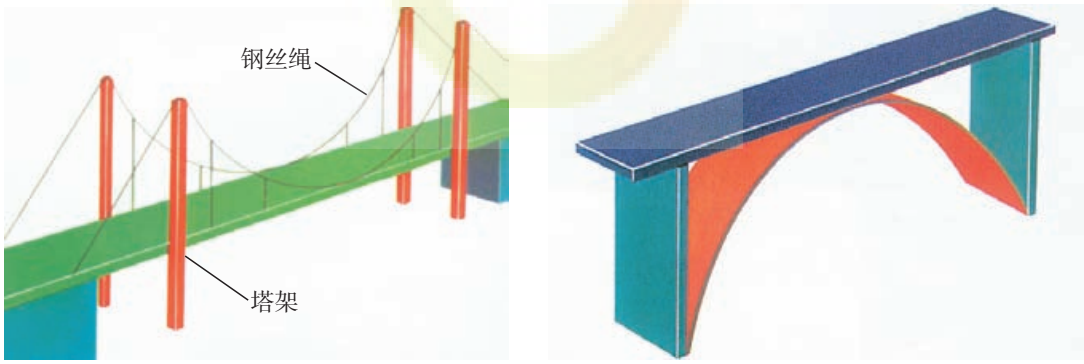

图1–69　模型桥示例
模型桥（图1–69）制作提示：①挑选木条，将木条按构件图尺寸要求进行锯割、打磨和切削；②制作桥的各部分构件；③将构件合成桥身。